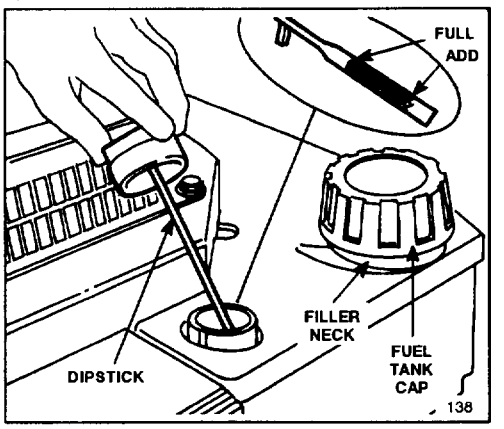

Figure 6
Before each use, ensure oil level is between ADD and FULL marks on dipstick (Fig. 6). Add oil if level is low.
3. Wipe dipstick and insert it into filler neck. Rotate cap clockwise 1/4 turn. Then remove dipstick and check level of oil (Fig. 6). If level is low, add only enough oil to raise level to FULL mark on dipstick. **DO NOT FILL ABOVE FULL MARK BECAUSE ENGINE COULD BE DAMAGED WHEN STARTED. POUR OIL SLOWLY.**
1. Clean around fuel tank cap and remove cap from tank (Fig. 6). Using unleaded gasoline, add fuel to within 1/4" to 1/2" (6 to 13 mm) from top of tank, not into the filler neck. This space is for expansion of fuel. Do not fill the tank full.
1. CHECK OIL LEVEL—Maintain oil level between ADD and FULL marks as shown on dipstick (Fig. 6).